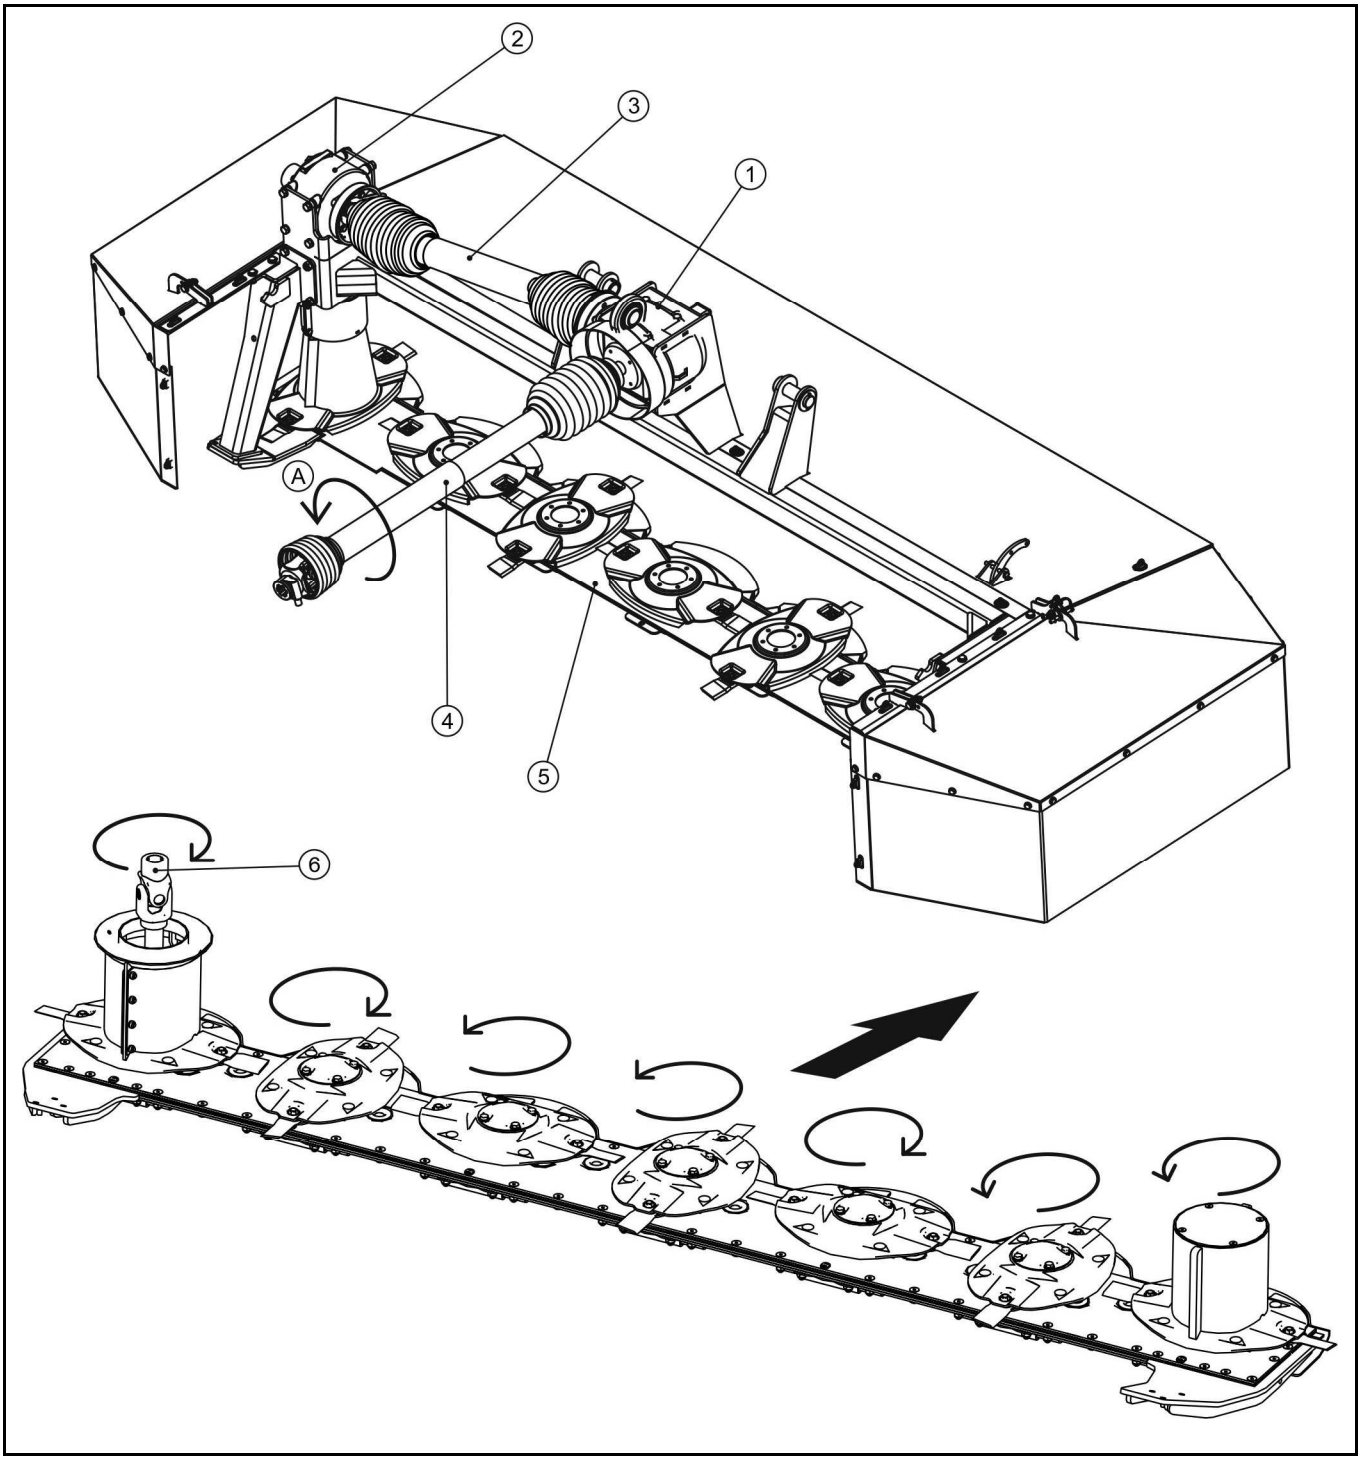

**РИСУНОК 3.4 Механизм передачи привода**
Косилка PDF300 рассчитана на работу со скоростью ВОМ 1000 об/мин и на подсоединение к тракторам, в которых направление оборотов (А) (РИСУНОК 3.4) соответствует часовой стрелке, если смотреть на трактор спереди. Если появится необходимость в подсоединении косилки к трактору с противоположным направлением вращения ВОМ, нужно демонтировать центральную передачу косилки (1) и повернуть на 180° - см. РАЗДЕЛ *4.3 "ПОДСОЕДИНЕНИЕ К ТРАКТОРУ".*